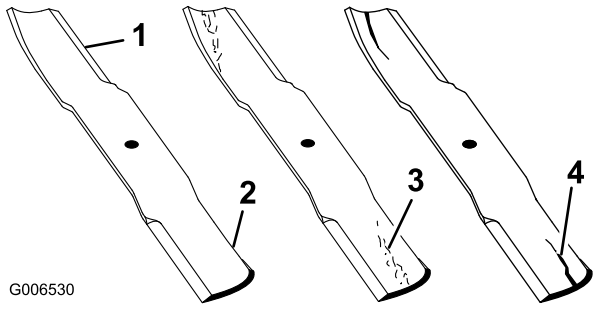

Figur 79
1. Kontrollera eggarna (Figur 79).
2. Kontrollera knivarna, speciellt den böjda delen (Figur 79).
Montera omedelbart en ny kniv om du upptäcker skador, slitage eller spårbildning i detta område (Figur 79).